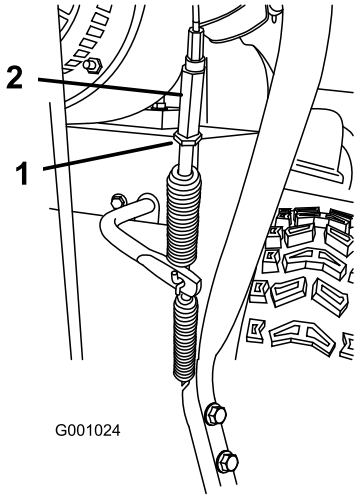

Figur 46
5. Løsne låsemutteren (Figur 46).
6. Løsne eller stram til spennmutteren som tilpasser kabelspenningen (Figur 46).